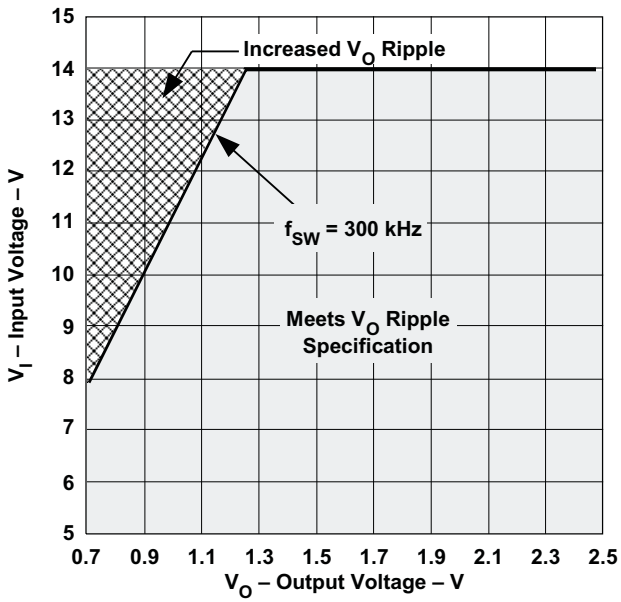
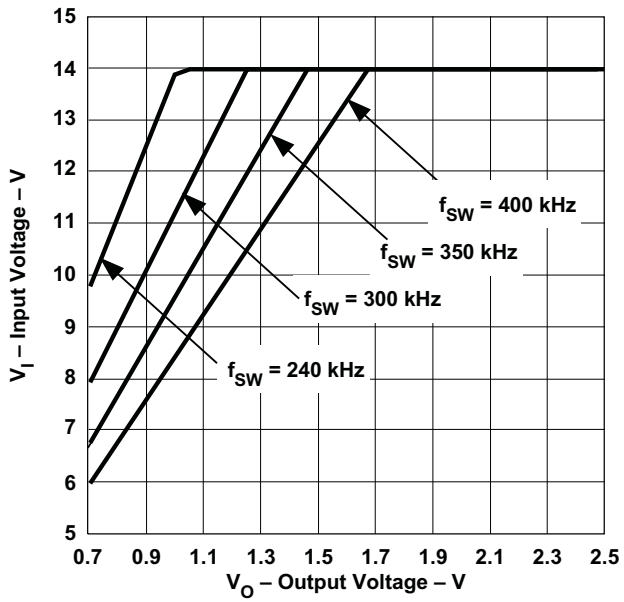

Figure 25. V_O Ripple Regions at 300 kHz
Figure 26. V_O Ripple Regions
Synchronizing to a higher frequency and operating with a low duty cycle may impact output voltage ripple. When operating at 300 kHz, Figure 25 shows the operating region where the output voltage ripple meets the electrical specifications and the operating region where the output voltage ripple may increase. Figure 26 shows the operating regions for several switching frequencies. For example, a module operating at 400 kHz and an output voltage of 1.2 V, the maximum input voltage that meets the output voltage ripple specification is 10 V. Exceeding 10 V may cause in an increase in output voltage ripple. As shown in Figure 26, operating below 6 V allows operation down to the minimum output voltage over the entire synchronization frequency range without affecting the output voltage ripple. See the *ELECTRICAL CHARACTERISTICS* table for the synchronization frequency range limits.
A. For Figure 25, operation above a given curve may cause the output voltage ripple to increase (typically 2×).
B. For Figure 25, when operating at the nominal switching frequency refer to the 300 kHz plot.